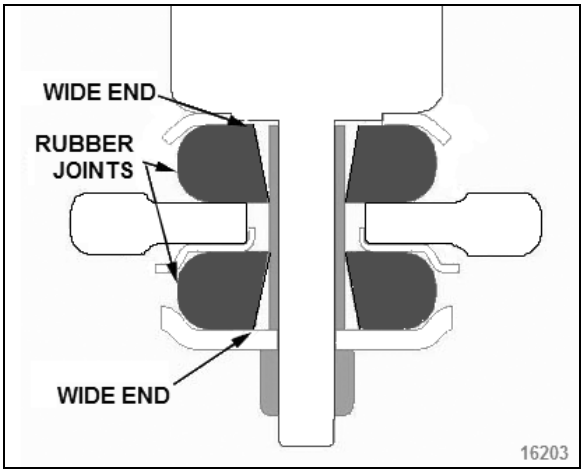

FIGURE 20: LOWER SHOCK MOUNTING BUSHINGS
4. On the lower mounting, take care to install the rubber joints with the wide end of the tapered hole as shown in Figure 20.